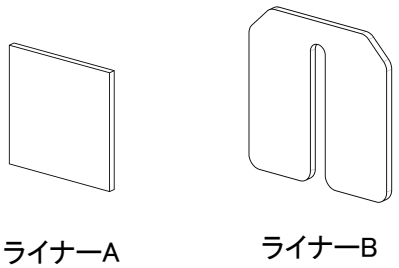
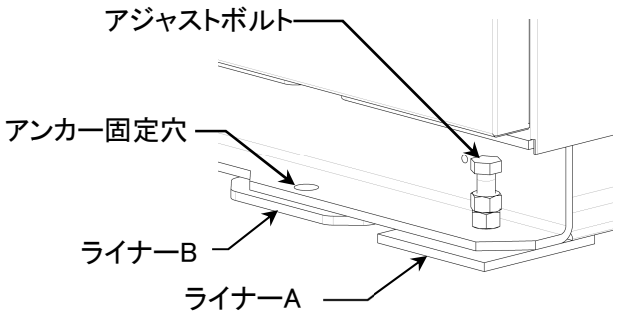

図 4-4
図 4-5
2) ライナーA、B (図 4-4) を敷き機械をその上に据付けます。(図 4-5)